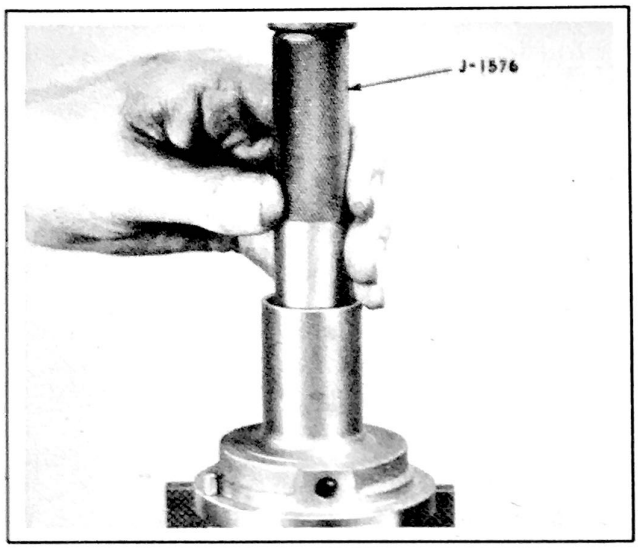

Figure 230 - Removing Main Drive Gear Oil Seal Using Tool J-1576
31. Place two small sections of Oil Seal Remover J 1576 between oil seal (14) and retainer (15) and place retainer in vise. Place driver in retainer and tap with soft hammer. See Fig. 230.